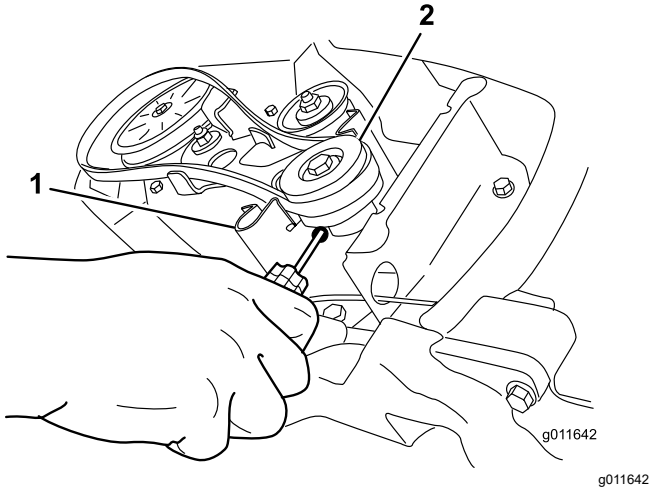

Figure 27
5. Insérez un tournevis dans le trou du guide de courroie, comme montré à la Figure 27, et fléchissez le guide vers la poulie suffisamment pour permettre à la courroie de passer.